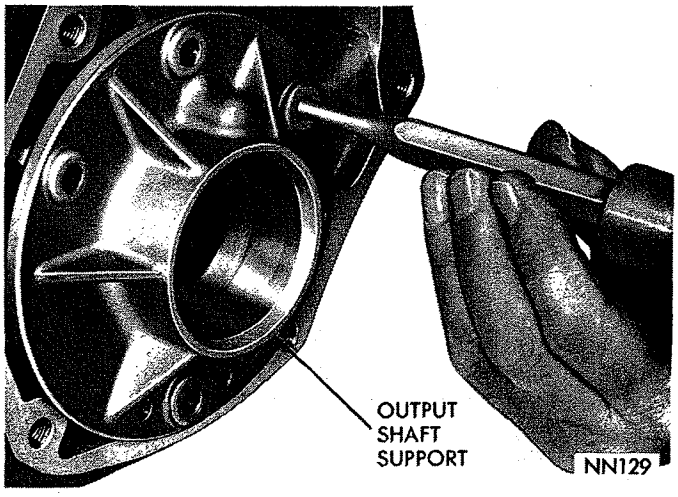

*Fig. 99—Removing Overrunning Clutch Cam (A-727-A and B)*
(1) Remove set screw from the case below clutch cam.
(2) Remove four bolts securing output shaft support to rear of transmission case. Insert a punch through bolt holes and drive cam from the case (Fig. 99). Alternate punch from one bolt hole to another so cam will be driven evenly from the case.